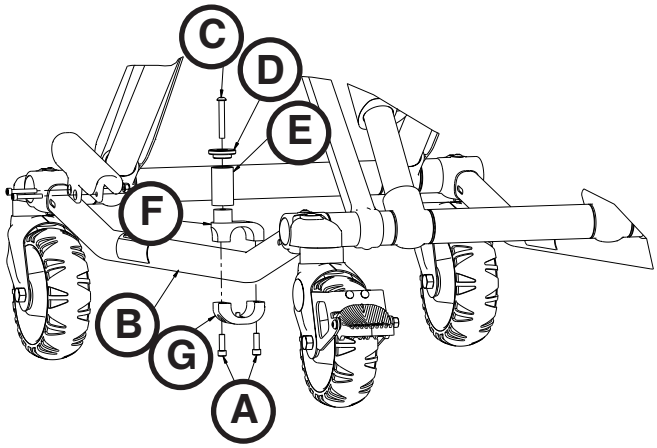

Figura 72
3. Com uma chave T30 Torx, retirar os dois parafusos sextavados interiores (A) que fixam a haste actual de retenção da maca ao tubo da base (B) (Figura 72). Eliminar os parafusos e a haste de retenção da maca.
4. Inserir o parafuso de cabeça de tremoço (C) pela tampa da haste de retenção (D) e pelo tubo da haste (E) e, em seguida, no suporte do pino superior (F) (Figura 72).
5. Com uma chave sextavada de 5/32", apertar o parafuso de cabeça de tremoço (C) completamente até prender a tampa da haste de retenção (D) e o tubo do poste (E) ao suporte do pino superior (F) (Figura 72). Com uma chave dinamométrica, apertar o parafuso a 11,3 a 15,8 Nm.
6. Montar a haste de retenção da maca ao longo do tubo da base. Alinhar os orifícios com os suportes e inserir os dois parafusos sextavados interiores (A) nos orifícios roscados do suporte do pino inferior (G) (Figura 72).